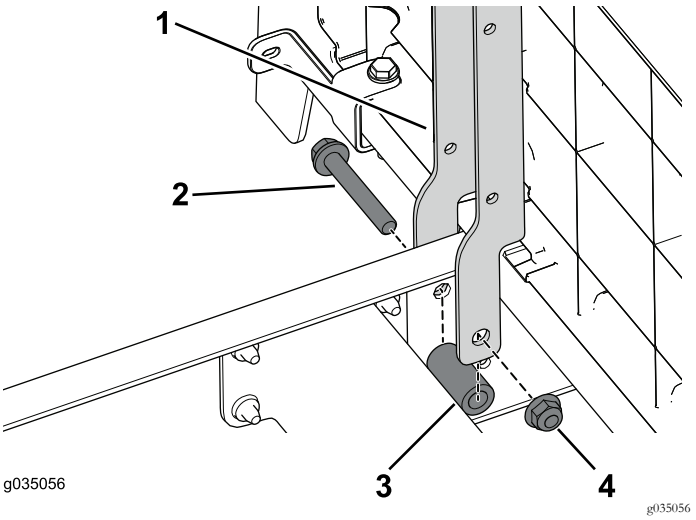

Bild 37
1. Befestigen Sie die Sitzstützen mit den zwei Schrauben (3/8" x 2½"), Distanzstücken und Bundmuttern am vorderen Abschnitt der Maschine (Bild 37).